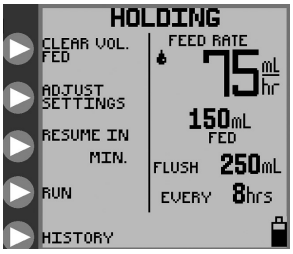

Figure 18A. *HOLDING* mode options, continuous feeding mode.
- **HOLDING** screens (Figure 18A)
There are five options available during **HOLDING**. See Figures 18A and 18B.